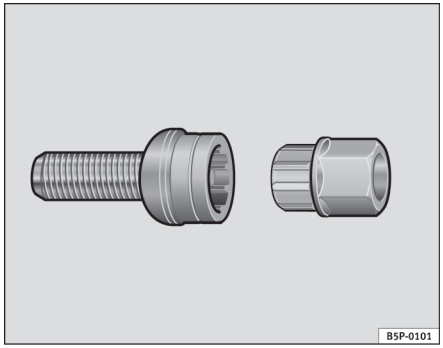

Fig. 193 Anti-theft wheel bolt
– Insert the adapter onto the wheel bolt and push it on as far as it will go ⇒ fig. 193.